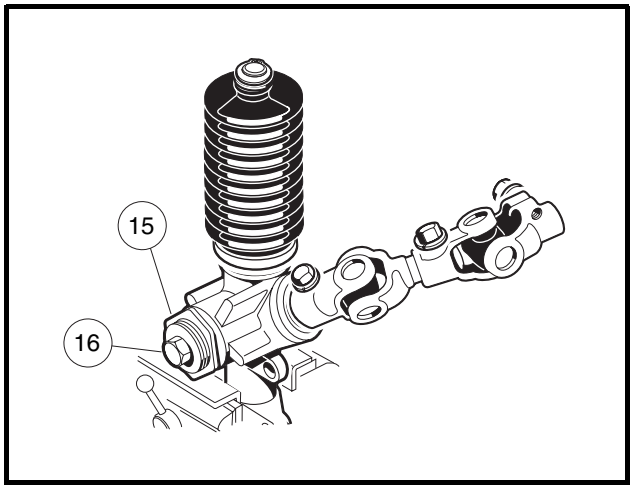

Figure 9-14 Rack and Pinion Adjustment
- 11.4. If measured resistance does not equal 7 to 15 in-lb, loosen the lock nut (15) and tighten the screw (16) until it bottoms out, then back the screw off one quarter turn. Tighten the lock nut to 28 ft-lb (38 N·m) **(Figure 9-14, Page 9-11)**. **See following NOTE.**
NOTE: *When tightening the lock nut (15) make sure the screw (16) does not change adjustment* ***(Figure 9-14, Page 9-11)****.*